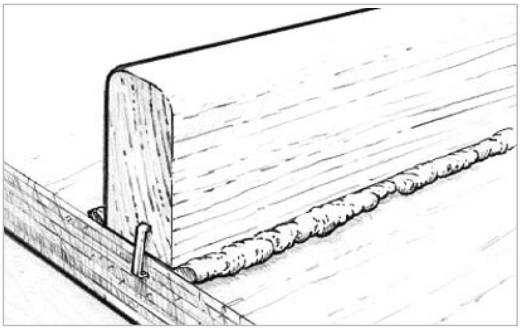

Figure 9-10 *A small amount of epoxy will squeeze out of the joint with just the right amount of thickened mixture and clamping pressure.*
3. Clamp components. Attach clamps as necessary to hold the components in place. Use just enough clamping pressure to squeeze a small amount of the epoxy mixture from the joint, indicating that the epoxy is making good contact with both mating surfaces *(Figure 9-10)*. Avoid using too much clamping pressure, which can squeeze all of the epoxy mixture out of the joint.